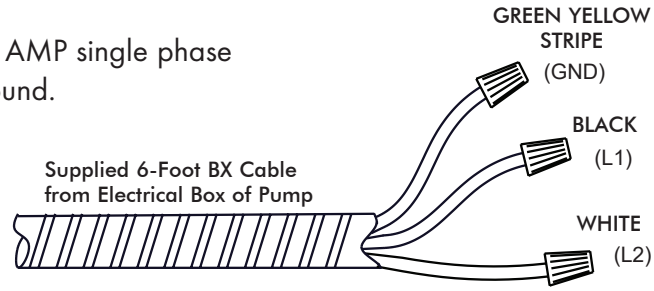
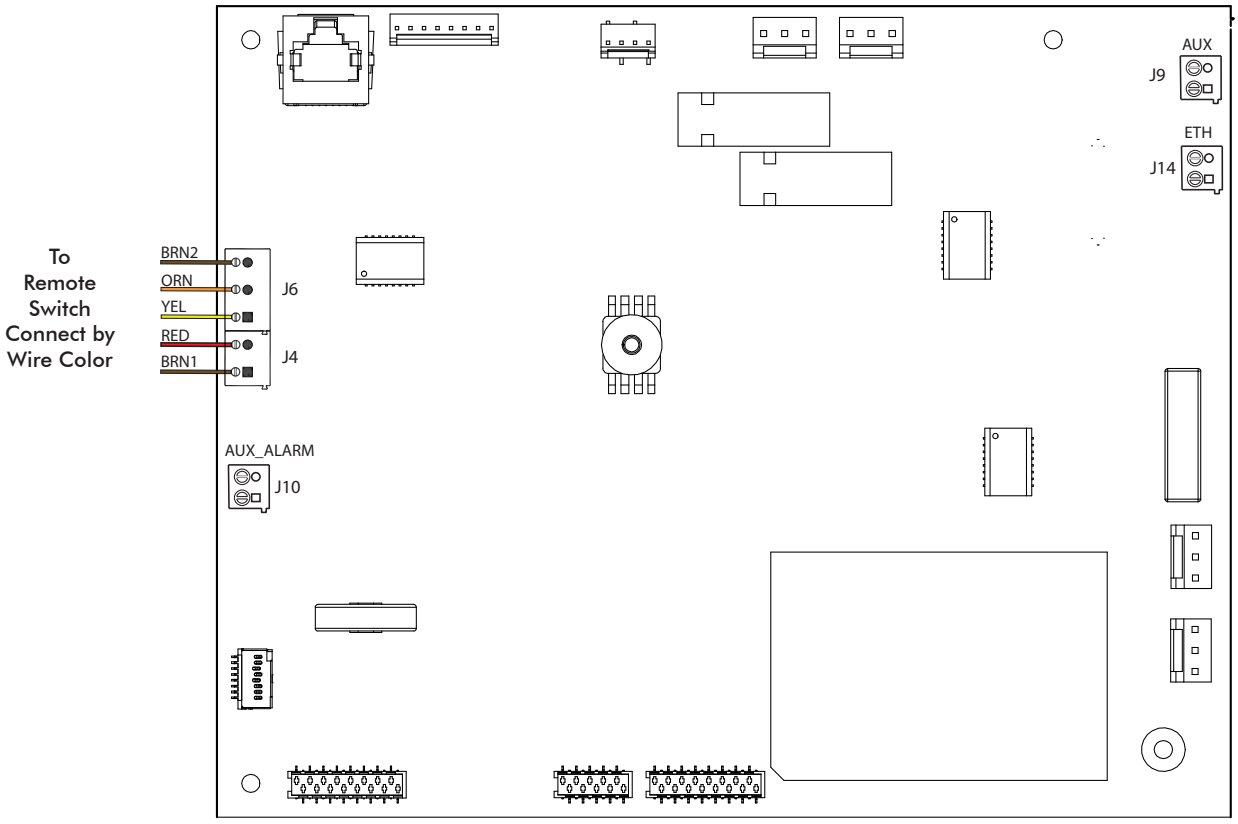

Figure 9. MOJAVE LT Power Connection
Figure 10. Remote Switch Connection to Main Board
4. **System Electrical Connections**. Refer to the Electrical Connections section (See Figure 9.) and connect the pump to 220V facility power. Refer to Figures 10 and 11 when connecting the low power remote switch. Do not use a high voltage switch to turn power off remotely. Unit must remain powered at all times.
Figure 10 shows the wiring of the electrical BX cable used to connect the LT directly to facility input power.
As shown by Figure 10, connections are made via connectors J4 and J6 of the main board.